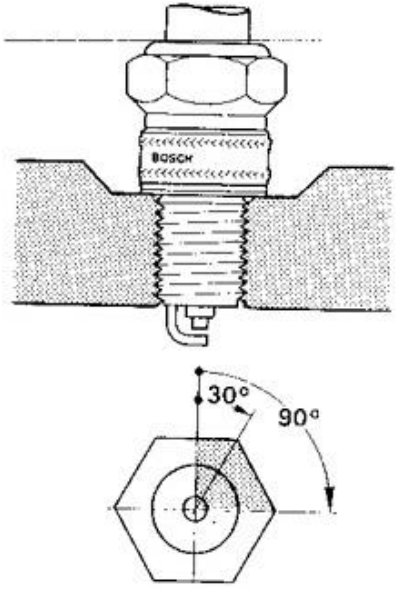

FIG. 4 (BOSCH)
- Bougie neuve : serrer à la main jusqu'au blocage puis ajouter 90° de rotation supplémentaire (1/4 d'heure d'équivalent cadran) à l'aide d'une clef appropriée. (fig 4).
- Bougie usagée : serrer à la main jusqu'au blocage puis ajouter 30° de rotation supplémentaire (5 mn d'équivalent cadran) à l'aide d'une clef appropriée. (fig. 4).